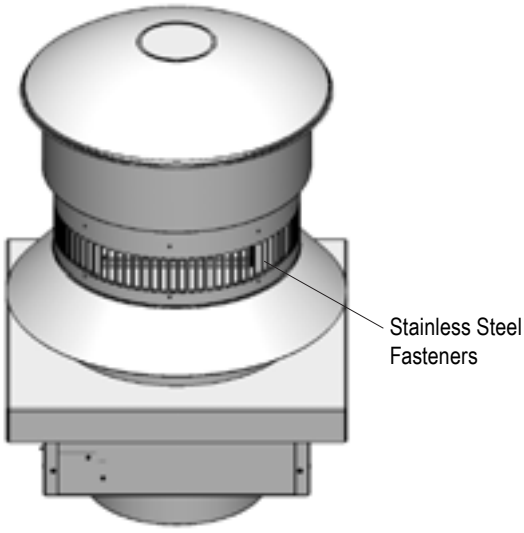

Figure 11g. Completed Power Vent module installation.
Step 8: Secure the Power Vent module with three stainless steel fasteners angled at 120°, penetrating through the inner stainless steel vent cover, see ***Figure 11g.***